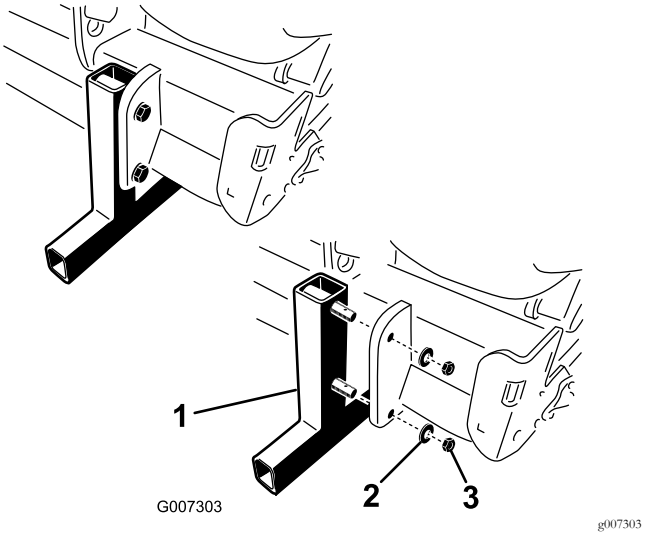

**Figuur 19**
2. Verwijder de moeren en de borgringen waarmee de opslagstandaarden bevestigd zijn aan de beluchter (Figuur 19).
4. Steek de borgpennen (bij de losse onderdelen) in de opslagstandaardpennen (Figuur 19).